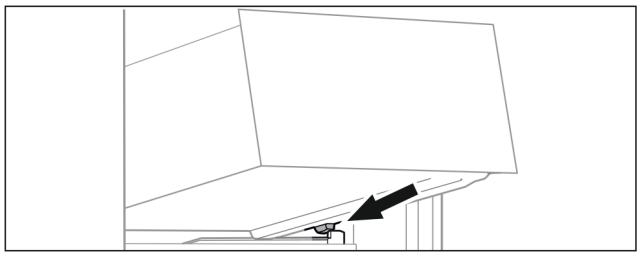

Fig. 135
▶ Lade schuin achter de stoppers op containerrib plaatsen. (zie Fig. 135)